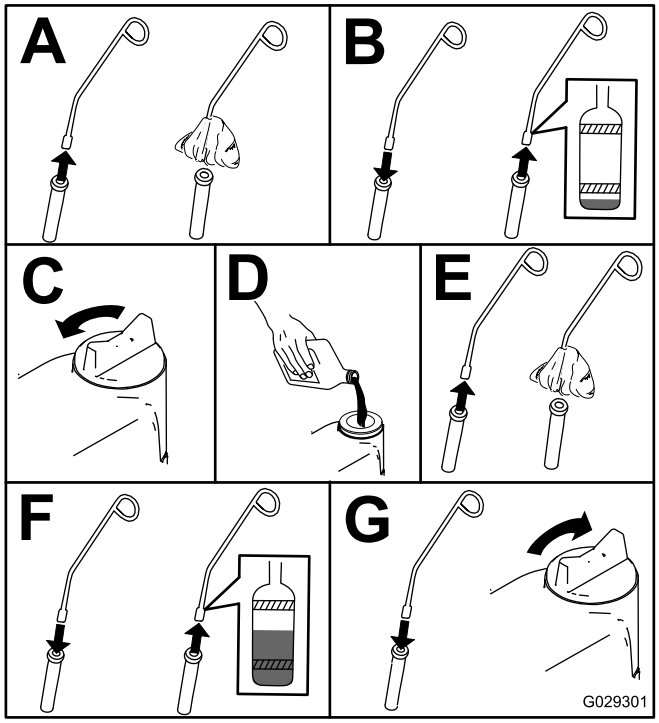

Figur 50
3. Kontroller motoroljenivået som vist i Figur 50.